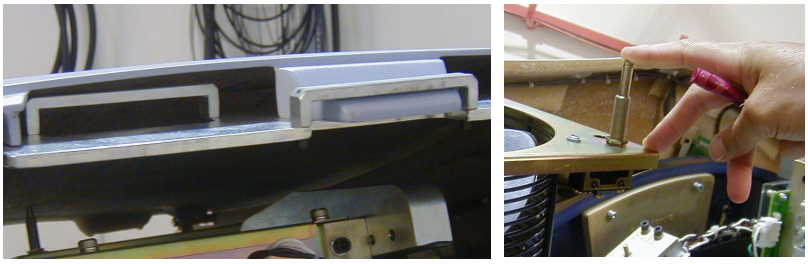

Figure 8-56 Top cover tabs and bracket, plus fan interlock switch.
3.) Slide the cover down 75 millimeters. This allows the cover's tab to disengage from the mounting bracket. See Figure 8-56.